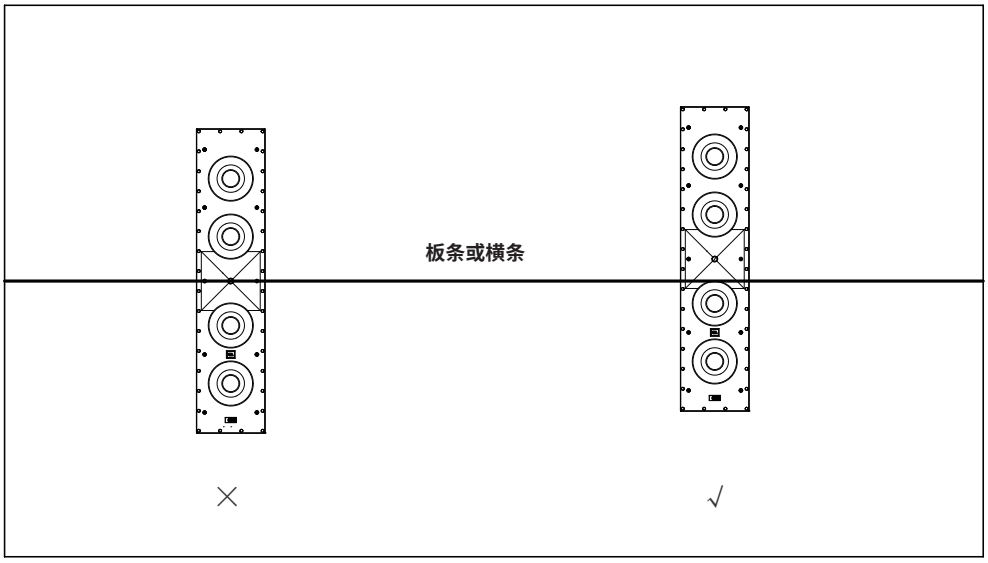

**图 4**
**注：**某些穿孔投影幕有一个从中间穿过屏幕框架的板条或横条（图 4）。对于这些情况，请确保板条或横条不会挡住喇叭。将扬声器朝垂直方向摆放，让板条或横条在扬声器正面穿过喇叭边缘，尽可能贴近中置低音扬声器。